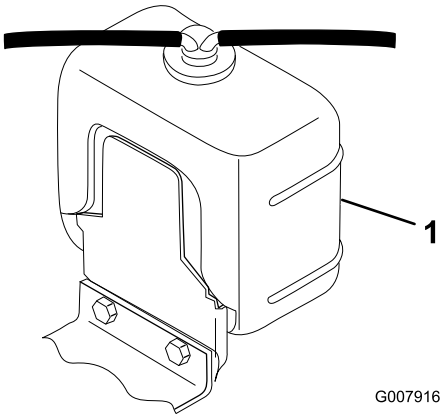

Figura 31
1. Retire cuidadosamente as tampas do radiador e do depósito de expansão (Figura 31).
2. Verifique o nível de líquido de arrefecimento no radiador e no depósito de expansão (Figura 31).